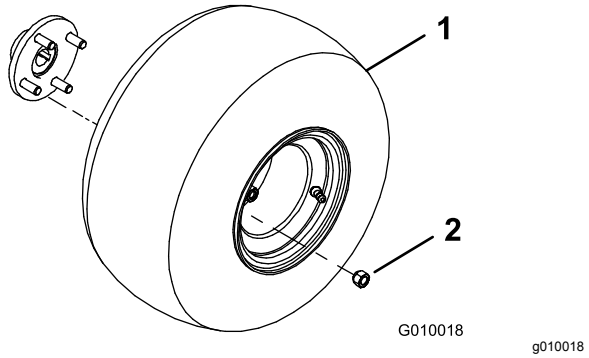

Figuur 3
2. Monteer het wiel op de naaf van het achterwiel (Figuur 3).
3. Plaats de wielmoeren (Figuur 3) en draai deze vast met een torsie van 61 tot 75 N·m.